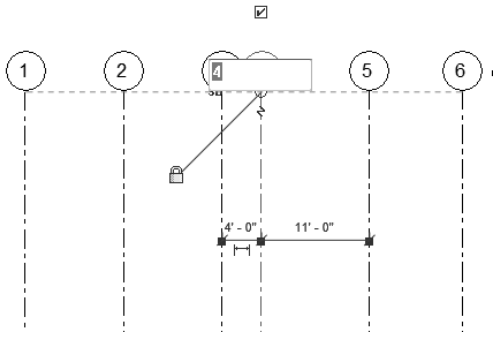

Figure 3-49 *Renaming the grid line using the edit box*
11. To rename grids, select the vertical grid line marked **4**. Now, place the cursor over the text in the grid bubble of the selected grid line and click; an edit box is displayed, as shown in Figure 3-49.